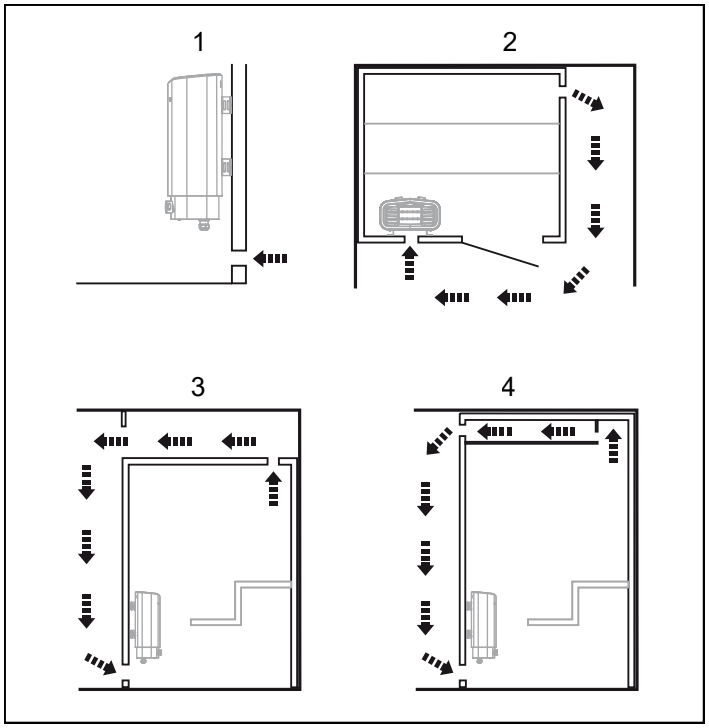

Afbeelding 4: Luchtinlaat- en luchtuitlaatopening aanbrengen
- Brengt u de luchtinlaatopening aan (zie het gedeelte De luchtinlaatopening aanbrengen op afbeelding 4).
- Brengt u de luchtuitlaatopening aan (zie het gedeelte De luchtuitlaatopening aanbrengen op afbeelding 4).
- op de grootst mogelijke afstand van de luchtinlaatopening, bijvoorbeeld diagonaal (zie afbeelding 4).
- hoog op de wand of op het plafond (zie afbeelding 4).